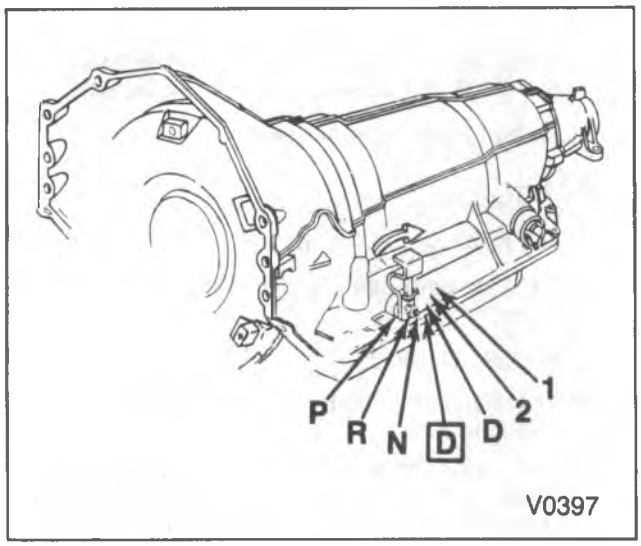

Figure 64 – Shift Positions
- Move the shift lever (A) to the forward position, then back to the second detent (Figure 64).